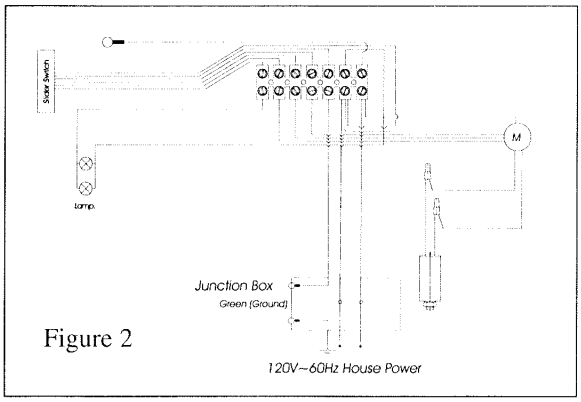

Figure 2
2. Using connectors for officially approved wiring, connect the power conductors to the conductors for the fan. Connect the grounding wire (green or bare) to the mass conductor (yellow/green) of the fan distribution box. See Fig. 2.